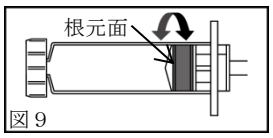

図９
④根元面に羽を押し付けるようにしてハンドルを左右に数回小刻みに回し、根元面の粉を削ぎ取り、羽が根元面まで到達したことを目視で確認してください。（図９）